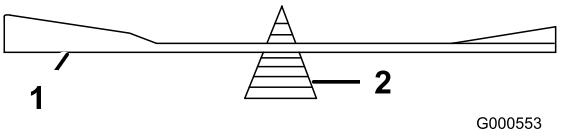

Figura 58
2. Verifique o equilíbrio da lâmina colocando-a num equilibrador de lâminas (Figura 58).